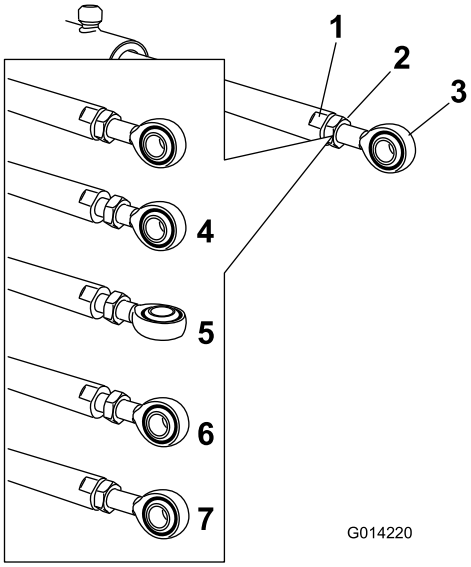

図 112
5. アクチュエータロッドの平らな部分にレンチを当ててロッドを保持しながらジャムナットをゆるめる図 112。
6. ロッド端部を回転させてアクチュエータを希望の位置に調整する図 112。